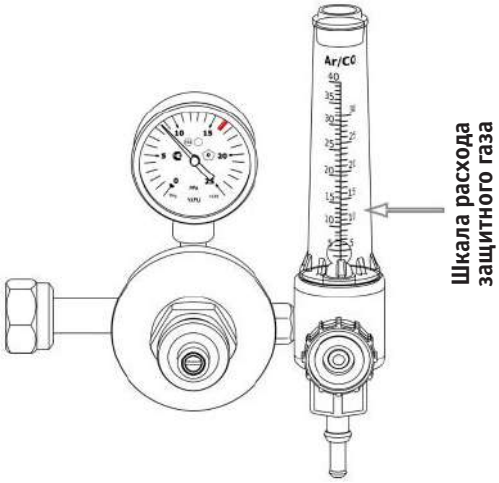

Рис. 8.0.4. Расход защитного газа.
7. С помощью регулятора (см. рис. 8.0.4) установите необходимый расход защитного газа (от 4 до 25 л/мин в зависимости от выполняемых задач (см. табл. 9.10.3).